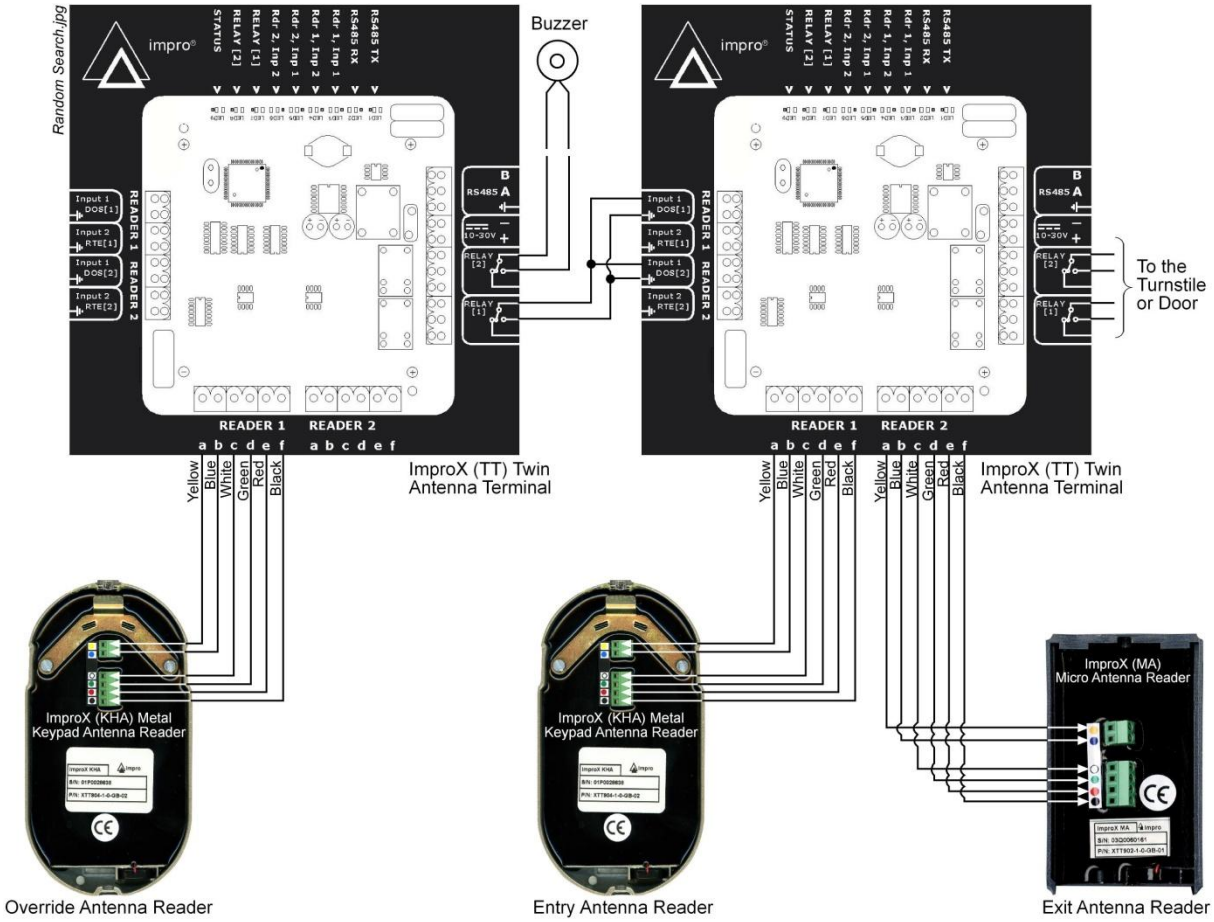
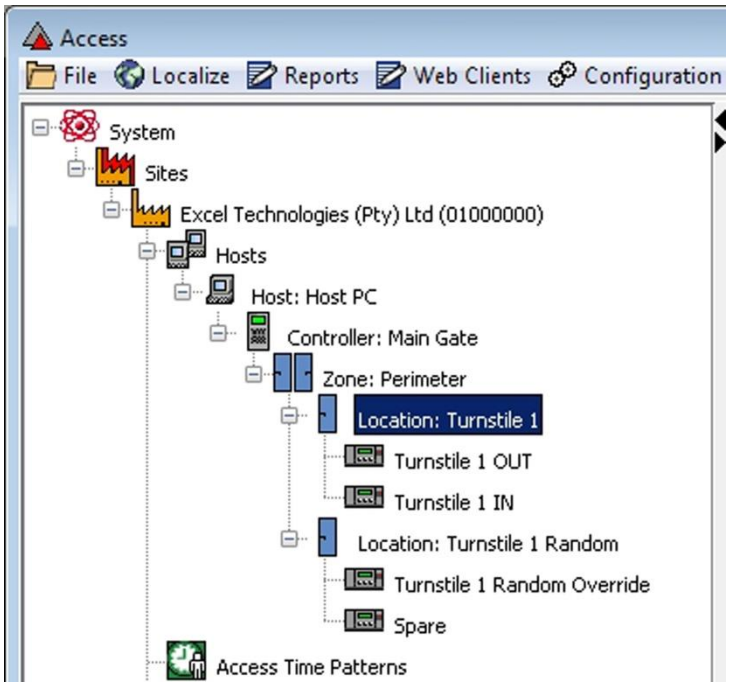

Figure 21 – Random Search Connection Details
Figure 22 – Random Search Setup
Set up and name the ImproX TT's and Antenna Readers as shown in Figure 21 and Figure 22.
8. Based on the connections shown in Figure 21, in the Input Parameters dialog, select the **Inhibit on Closed Contact** radio button.